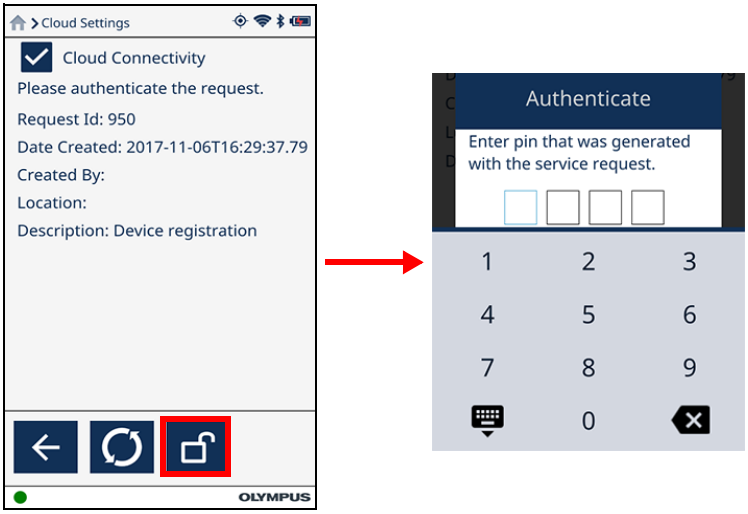

Рис. 4-8 Экран Настройки облака
2. На **Панели меню** Vanta нажмите кнопку **Парам-ры облака** ( ), чтобы открыть экран Vanta **Парам-ры облака** (см. Рис. 4-8 на стр. 118).